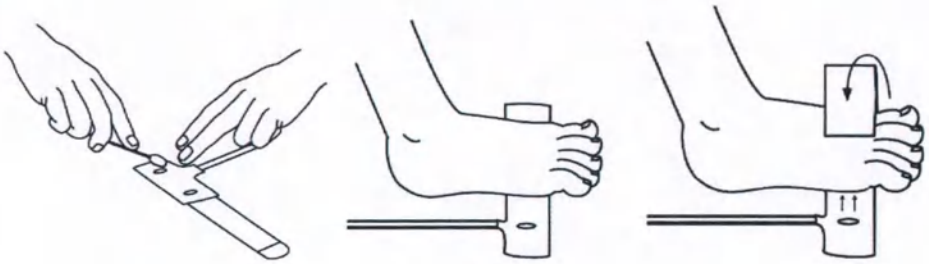

Рис.1 Рис.2 Рис.3
1) При хрупкой коже смажьте область спайки (см. рис. 1) ватными тампонами или марлей, чтобы уменьшить или устранить прилипание медицинского клея.